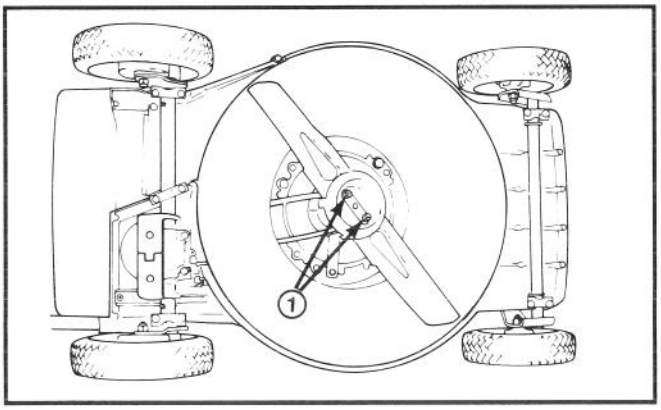

Afbeelding 21
3. Zet de maaimachine op zijn linkerzijkant (Afb. 21). Zorg dat het mes niet draait daar dit tot problemen bij het starten kan leiden.
5. VERWIJDEREN VAN HET MES—Pak het mesuiteinde met een doek of dikke gewatteerde handschoen. De 2 moeren, 2 sluitringen, afdekkop en snijmes verwijderen (Afb. 21 en 23).